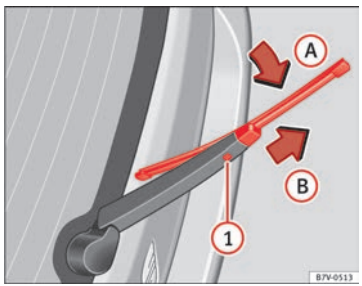

Fig. 120 Remplacement du balai de l'essuie-glace arrière.
- Soulevez le bras de l'essuie-glace et rabattez-le à un angle d'environ 60° ⇒ fig. 120.
- Maintenez enfoncée la touche de déverrouillage (1).
- Rabattez le balai dans le sens du bras d'essuie-glace ⇒ fig. 120 (flèche (A)) et tirez en même temps dans le sens indiqué par la flèche (B). Vous devrez probablement utiliser la force.
- Insérez sur le bras de l'essuie-glace un balai neuf **de même longueur et de même type** dans le sens contraire de la flèche (B) et encastrez-le. Pour cela, le balai doit être en position replié (flèche (A)).